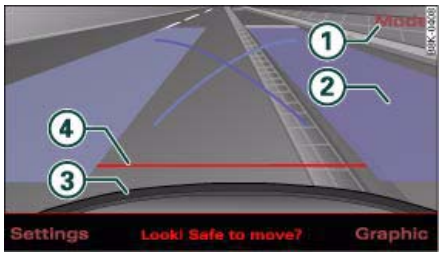
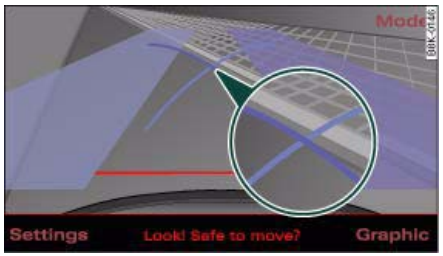

Fig. 194 MMI display: Blue area marking aligned in parking space
Fig. 195 MMI display: Blue marking touches edge of pavement
– Press the control button for **Mode** ⇒ fig. 194 (1) on the MMI control console. Parking mode 2 is displayed.
– Reverse and align your vehicle in such a way that the blue area marking (2) borders onto the vehicle behind or onto the parking space line marking. The blue marking is an extension of the vehicle outline and reaches about five metres to the rear of the vehicle. The long side of the blue marking should border onto the kerb. The complete blue area marking must fit into the parking space.
– Stop the vehicle as soon as the blue curve touches the kerb ⇒ *page 175,* fig. 195.
– Continue to reverse into the parking space until the vehicle is standing parallel to the kerb. (3) indicates the rear bumper. You should stop reversing, at the latest, when the red orientation line (4) is bordering on an object ⇒ ⚠! Keep a close watch on the front of your vehicle ⇒ (!).
If an obstacle (such as a wall) is located next to the parking space, the clearance at the side of the vehicle must be larger. Position the long side of the blue marking so that there is sufficient clearance from the kerb. The marking must not touch the kerb. You must also start turning the steering wheel much earlier. The blue curve ⇒ *page 175,* fig. 195 must **not** touch the kerb - make sure there is sufficient clearance from the kerb.